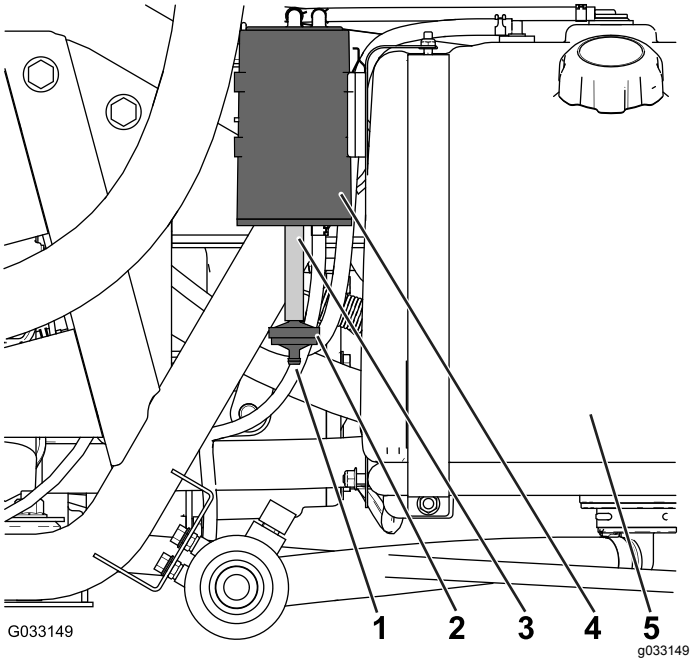

Figuur 45
Inspecteer de opening onderaan het luchtfilter voor de koolstofhouder en zorg ervoor dat deze vrij is van vuil en verstopping (Figuur 45).
1. Verwijder de geribde aansluiting van het koolstofhouderfilter van de slang onderaan de koolstofhouder. Verwijder het filter (Figuur 45).